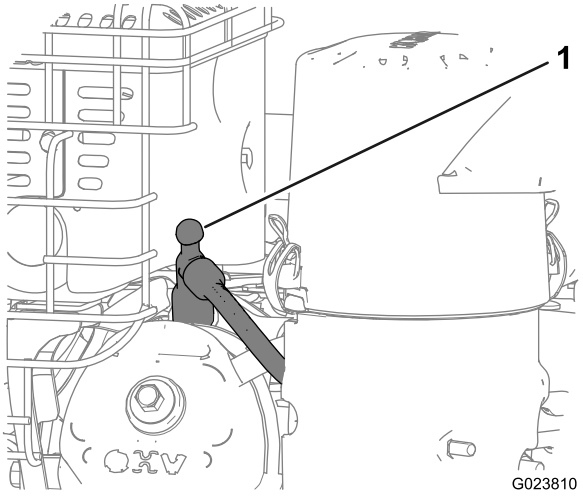

Figur 19
3. Koble fra tennpluggledningen fra tennpluggen, og hold ledningen vekk fra tennpluggen for å forhindre at motoren startes ved et uhell (Figur 19).